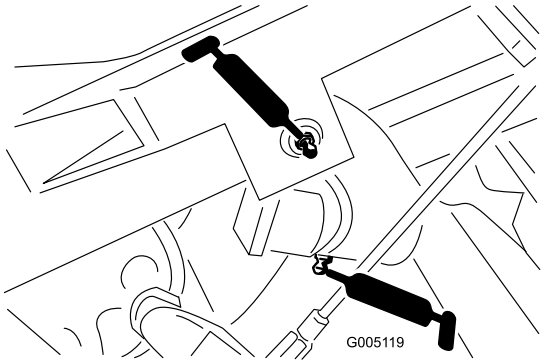

Figur 37
- Løftearmstapp (3) og svinghengsel (3) (Figur 37)